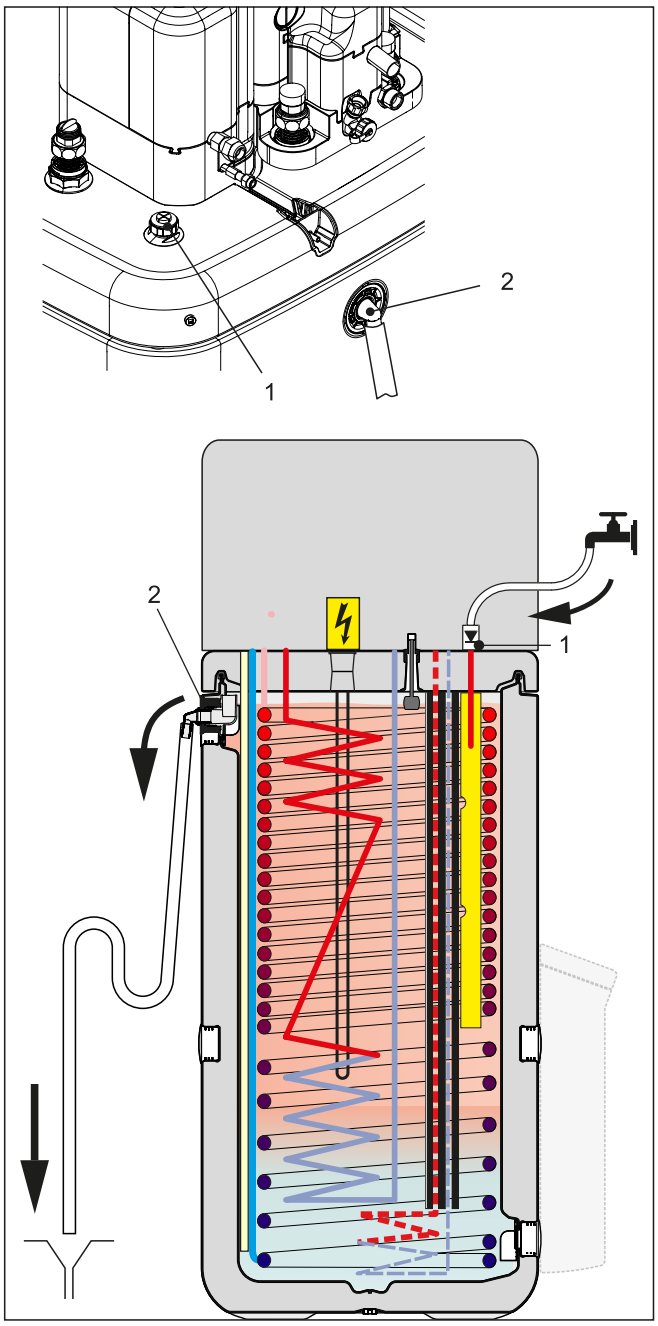

Fig. 7-1 Enchimento do acumulador intermédio - sem sistema solar DrainBack ligado
1 Ligar a **mangueira de enchimento** com bloqueador de refluxo (1/2") **à ligação " solar - alimentação"** (Fig. 7-1, pos. 1).
2 Encher o depósito do acumulador do aparelho interno, **até sair água** da **ligação de descarga** (Fig. 7-1, pos. 23).
3 Encher o depósito do acumulador do aparelho interno, **até sair água** da **ligação de descarga** (Fig. 7-1, pos. 23).